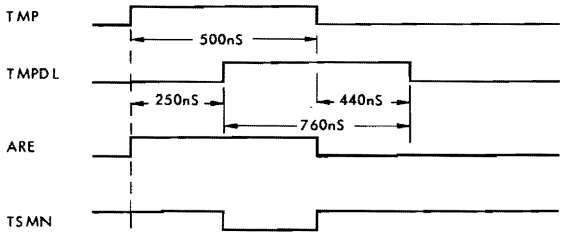

Figure 6-3 Bus Timing — Waveforms
Provided that bus timing signal TMPN is present when ACC arrives from the command decoder, the bus logic gates (A0, B0) send ACN to the CPU. TSMN is generated in answer to TMPN after a delay produced by RC delay circuit (R3, C25) provided that ARE is activated, i.e. card address recognized. Refer to Figures 6-3 and 6-4.
6.43 Function Accepted Flip-Flop (FACC). With the exception of the TST command, the flip-flop is set by TMPDLN shortly after the acceptance of any command (ACC high). The use of TMPDLN coincides with the delayed timing pulse TSMN so as to allow time for ACC to settle (refer to Figure 6-3).